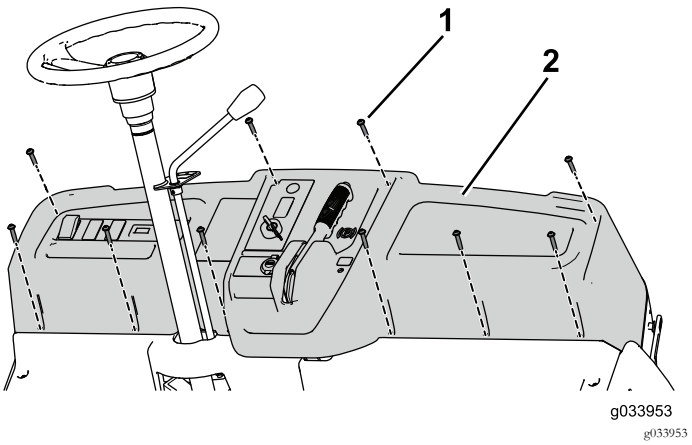

Figure 61
3. Retirez les 10 vis (¼" x 1¼") pour déposer en partie le tableau de bord et débranchez le câble de frein de stationnement (Figure 61).